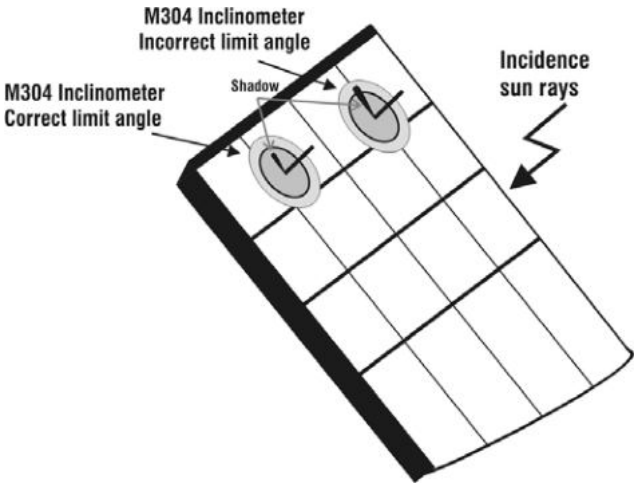

Fig. 8: Positioning the M304 inclinometer
17. Mount the M304 (inclinometer) supplied accessory, place and hold it on the plane of module. **Verify that the sun shadow falls on the disc within the "limit internal circle" on the disc itself (see Fig. 8). If this is not the case, the incidence angle between sun rays and the module surface is too high and not complying with the test conditions declared by the module manufacturer. As a consequence the measurements performed by the meter are not ok and all measurements steps shall be repeated at another daytime**